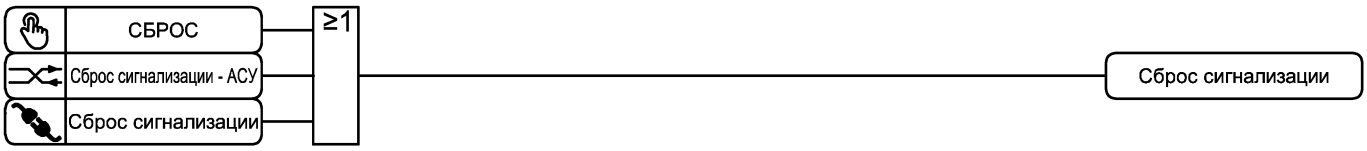

Рисунок 3.21 – Функциональная схема алгоритма сброса сигнализации
3.20.6 Сброс сигнализации осуществляется кнопкой «СБРОС» на лицевой панели пульта, командой АСУ или по входному подключаемому логическому сигналу «Сброс сигнализации» (см. рисунок 3.21).